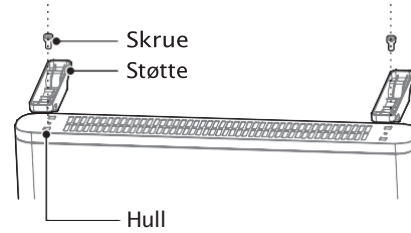

Figur 2
2. Ifølge figur 2, fjern støttene. Sikt spennen på støtten ved hullet, skyv støttefoten til hullene på støtten sammenfaller med skrue-hullet på maskinen.